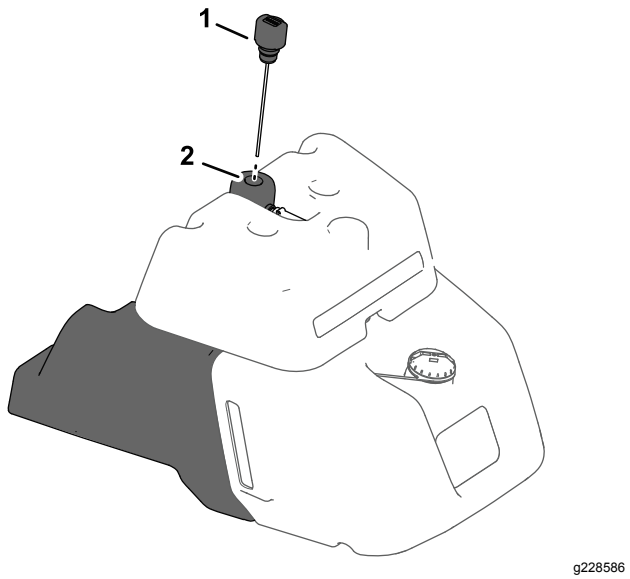

Figur 37
- Hvis maskinen har et drivstoffseglass på siden av drivstofftanken, finn peilestaven for hydraulikksystemet på toppen av hydraulikktanken (Figur 37), og fortsett til trinn 5.